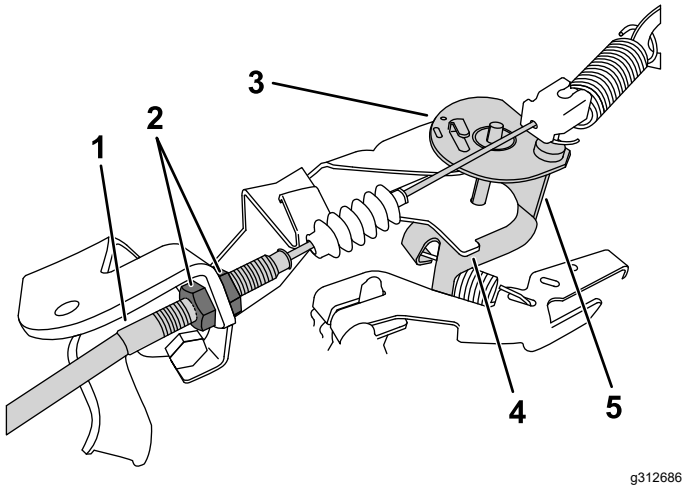

Figura 38
3. No cabo do acelerador, desaperte a porca de retenção dianteira e aperte a porta de retenção traseira para aumentar o ralenti baixo (Figura 38).